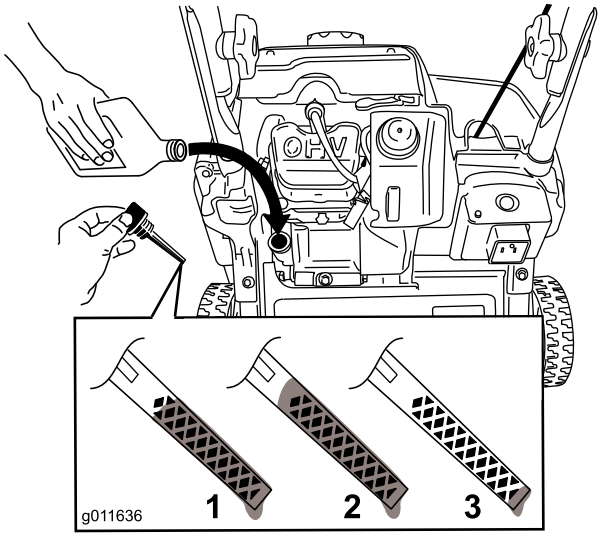

**Rysunek 8**
2. Wyczyść obszar wokół korka wlewu oleju (Rysunek 8).
**Informacja:** Aby ustalić prawidłowy poziom oleju na wskaźniku, patrz Rysunek 8.
**Informacja:** Napełniaj olejem skrzynię korbową silnika do momentu uzyskania prawidłowego poziomu oleju na wskaźniku, jak pokazuje Rysunek 8. Jeśli wlejesz zbyt dużo oleju do silnika, usuń nadmiar zgodnie z opisem w punkcie Wymiana oleju silnikowego.